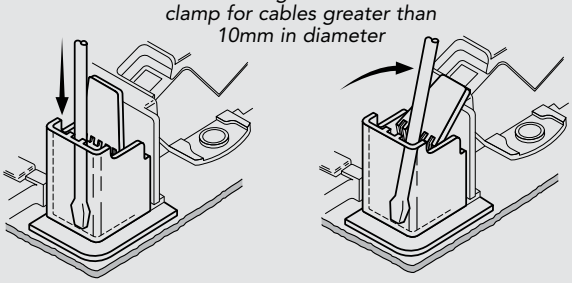

Figure 6a Figure 6b
3. To pre-stress the clamp insert a flat bladed screwdriver into the cord grip as shown in fig. 6a and flex the clamping jaw open until it touches the grey base moulding fig. 6b. Then remove the screwdriver.